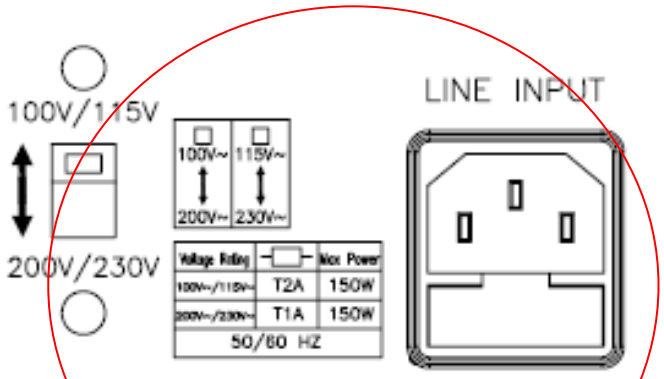

Fig 2-1 SET OF SWITCH
2.2.2 Refer the drawing on the rear panel in Fig 2-1, set the switches to the Proper voltage as described in the following: